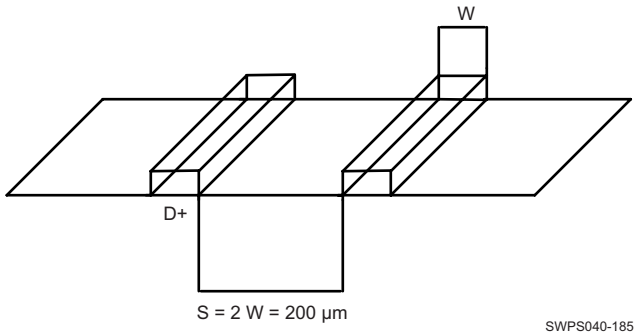

図 8-29. Ground Guard Illustration
- For a line width equal to W, the spacing between two lines must be 2W, at least. This minimizes the crosstalk between switching signals between the different lines. On the PCB, this is not achievable everywhere (for example, when breaking signals out from the device package), but it is recommended to follow this rule as much as possible. When violating this guideline, minimize the length of the traces running parallel to each other (see 図 8-29).